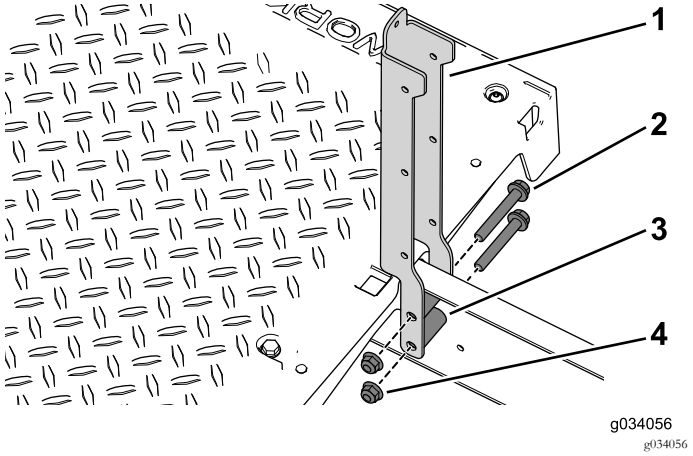

Figura 92
2. Utilice los 4 pernos con arandela prensada (3/8" x 2½"), espaciadores y tuercas con arandela prensada para sujetar los soportes de asiento izquierdo y derecho a la máquina (Figura 92).